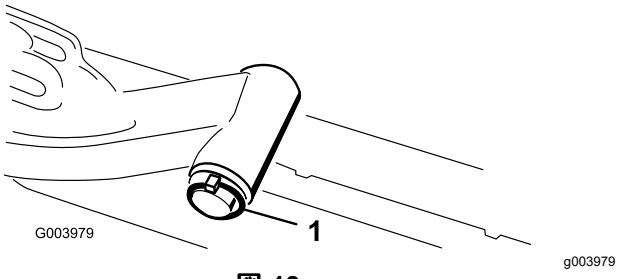

図 18
A. 昇降アームのピボットシャフトを昇降アームに固定しているリンチピンとワッシャを外し、昇降アームからピボットシャフトを抜き出す図 18。
C. 昇降アームのシャフトを昇降アームに差し込み、ワッシャとリンチピンで固定する図 18。